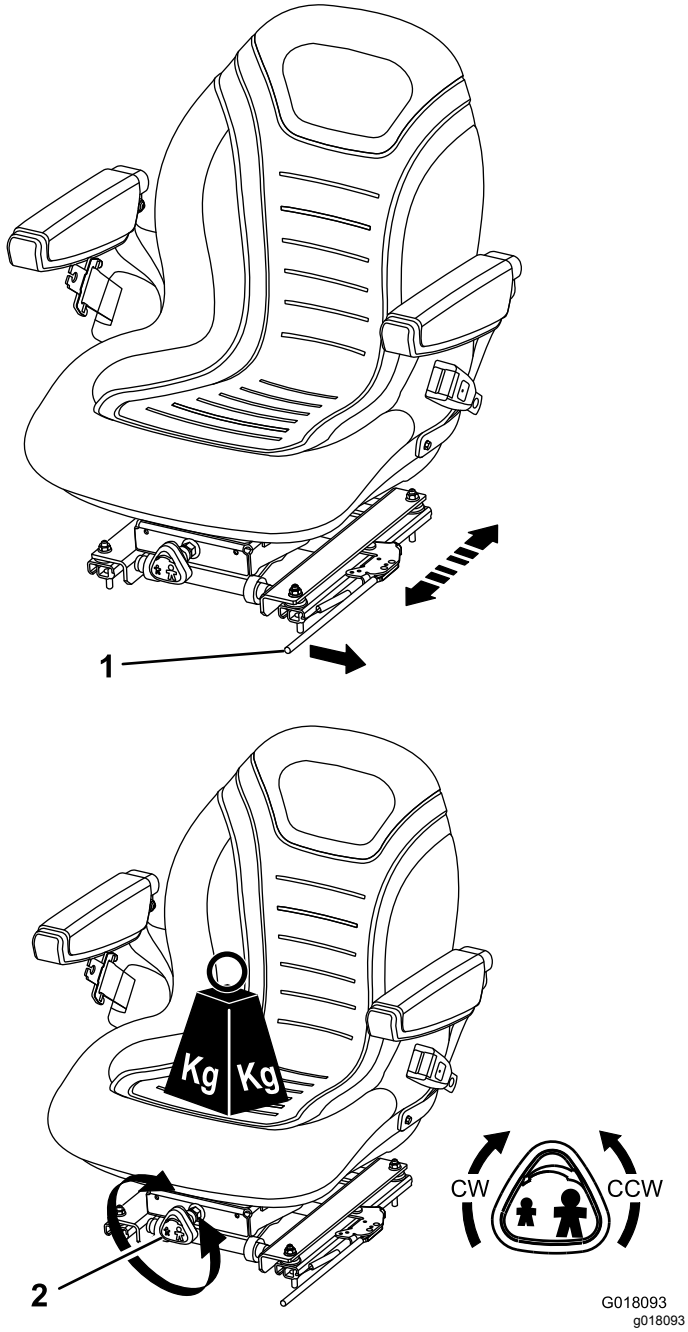

**Figuur 10**
**Lengte-instelling:** Met de stoelverstelhendel kunt u de stoel naar voren en naar achteren schuiven (Figuur 10).
**Instellen gewicht bestuurder:** Draai de hendel rechtsom om de vering strakker in te stellen en linksom om de vering minder strak in te stellen (Figuur 10).